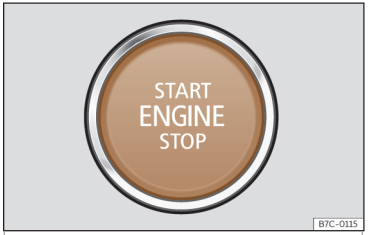

Fig. 154 Pulsante di avviamento.
Quando si accede al veicolo, il pulsante di avvio››› **fig. 154** lampeggia per attirare l’attenzione su di esso.
- Premere il pulsante di avviamento ››› **fig. 154** senza premere l’acceleratore. Affinché il motore si avvii, deve essere presente una chiave valida nel veicolo. Dopo l'avviamento del motore il pulsante START ENGINE STOP rimane acceso ad indicare che il motore è in moto[1)].
- Premere brevemente il pulsante di avviamento››› fig. 154.